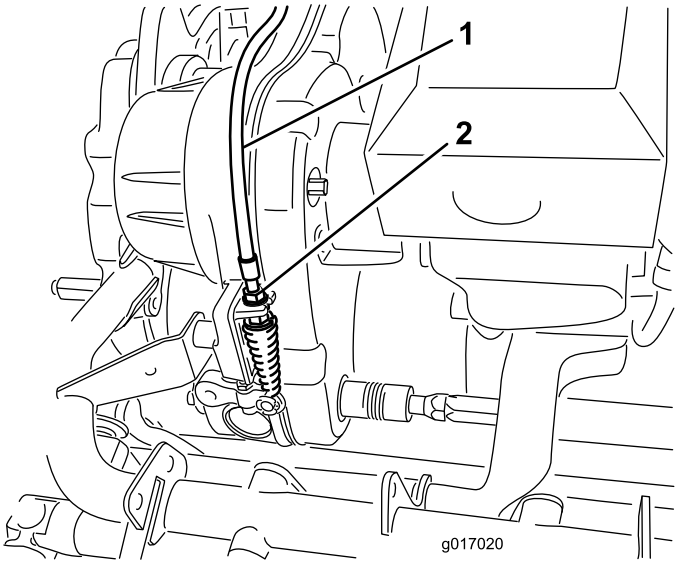

Figur 47
2. Ved girets skillevegg kan du justere spolekontrollkabelen (Figur 47) for å oppnå en fjærlengde på 70,6–72,4 mm.